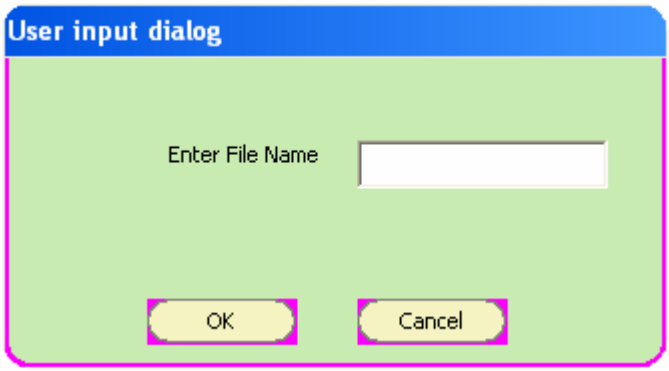

Figure 47 : Saving STD report
1. Click **Save** button. A dialog box appears. (Figure 47)